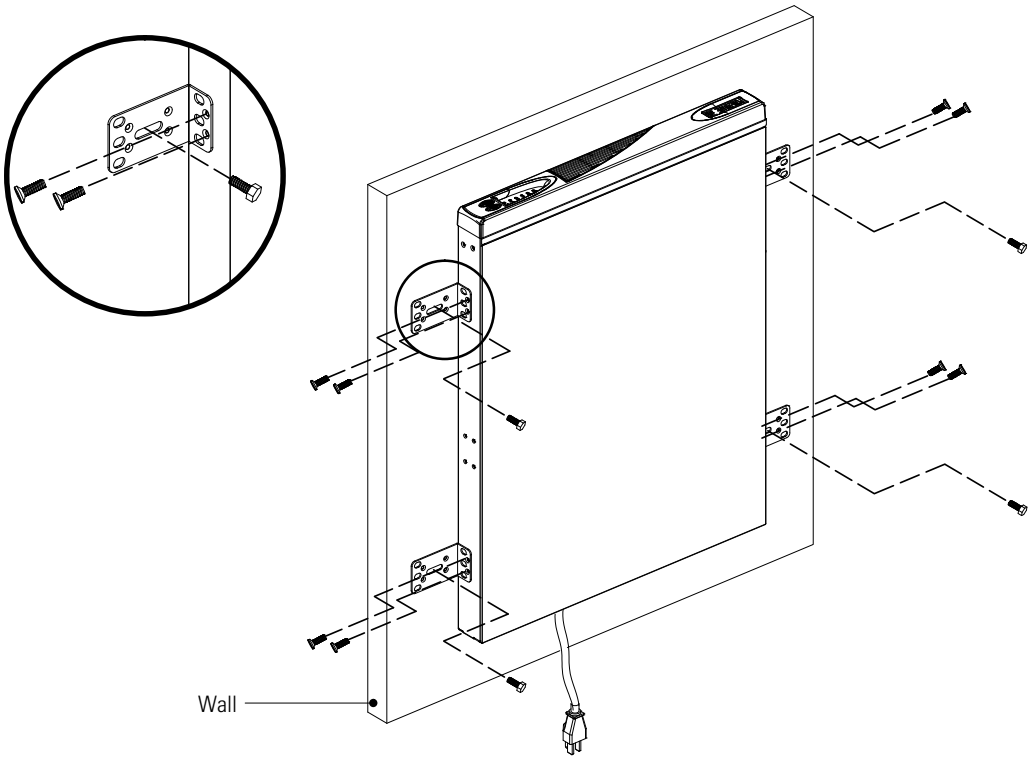

**Figure 14. Mounting the UPS to a Wall**
2. Attach four mounting brackets to the UPS as shown in Figure 14.